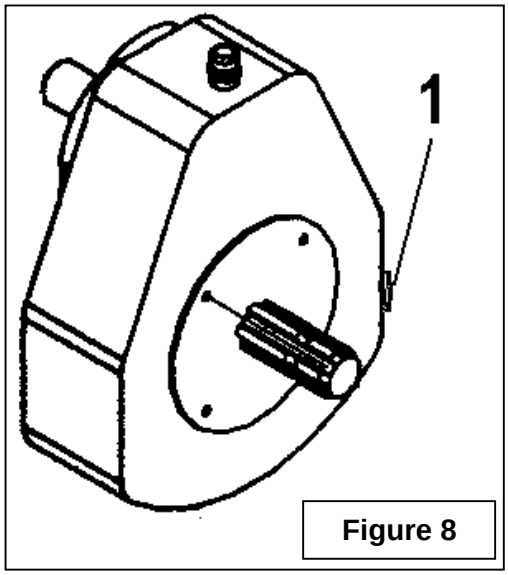

Figure 8
Check oil level by side plug (fig.8, item 1) every 40 hours of operation or monthly. Make sure oil is up to the level plug, if not add SAE 90 oil. Replace oil every 100 hours of operation or yearly.